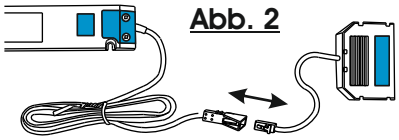

Abb. 2
2. Der Ein- / Ausschalter wird zwischen dem Vorschaltgerät und dem Sechsfach - Verteiler angeschlossen. Dazu trennen Sie zuerst den Verteiler vom Vorschaltgerät. (Abb. 2)